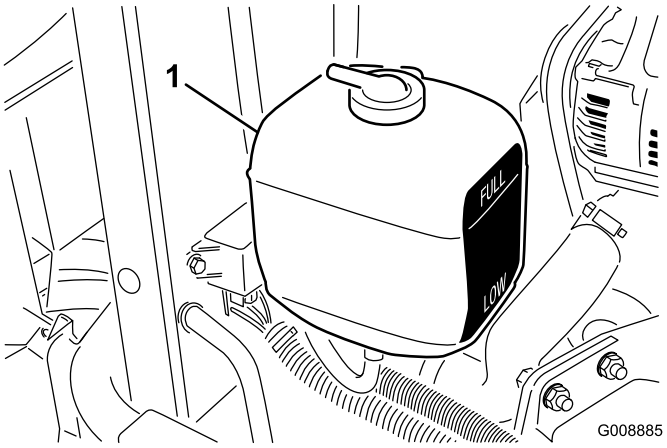

Figur 23
1. Kontroller kølevæskestanden i ekspansionsbeholderen (Figur 23). Med en kold motor skal kølevæskestanden være ca. midt imellem mærkerne på siden af beholderen.